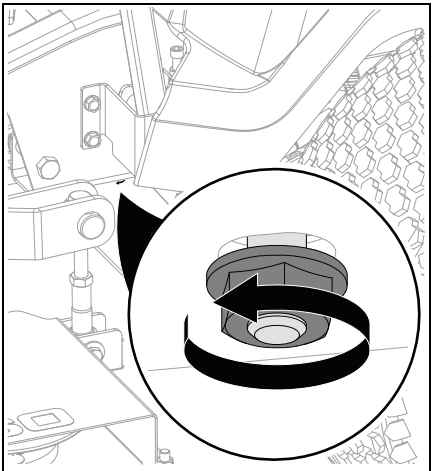

Figure 35
4. Loosen hex nut securing left battery retainer to frame. See Figure 35.
2. Insert battery strap ends into retainer slots. See Figure 35.
3. Tighten nut securing left battery retainer to frame. See Figure 35.